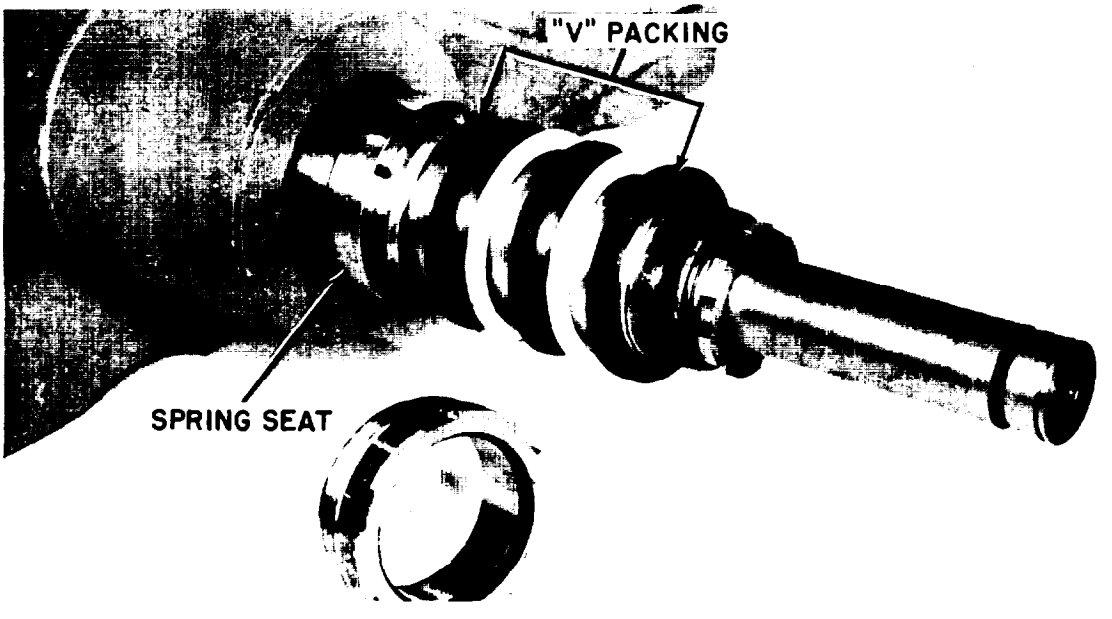

Figure 5-156. "V" Packing Arrangement
i. Replace spring seat, "V" packings and gland nut on secondary piston as shown in figure 5-156.